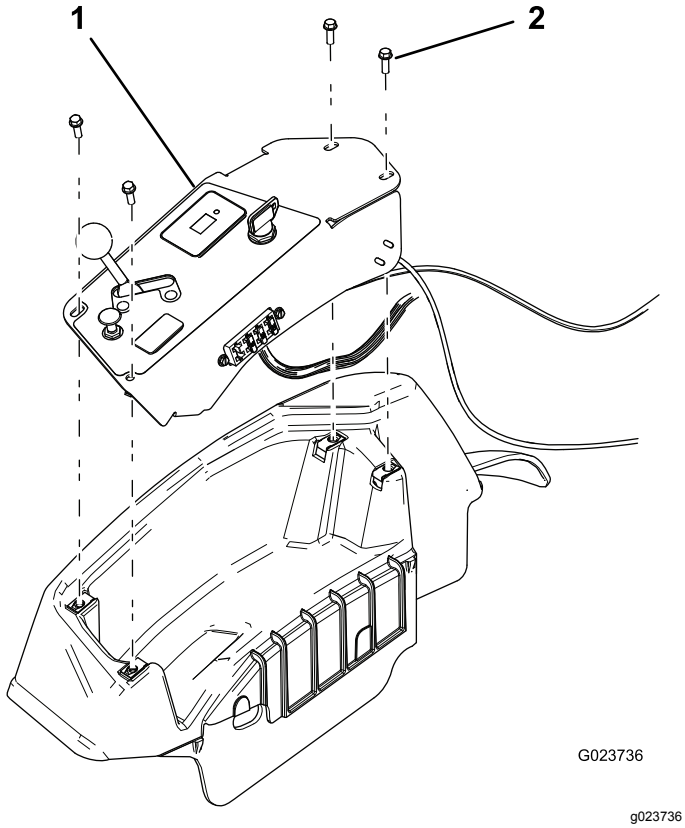

Рисунок 32
2. Снимите панель управления (Рисунок 32).